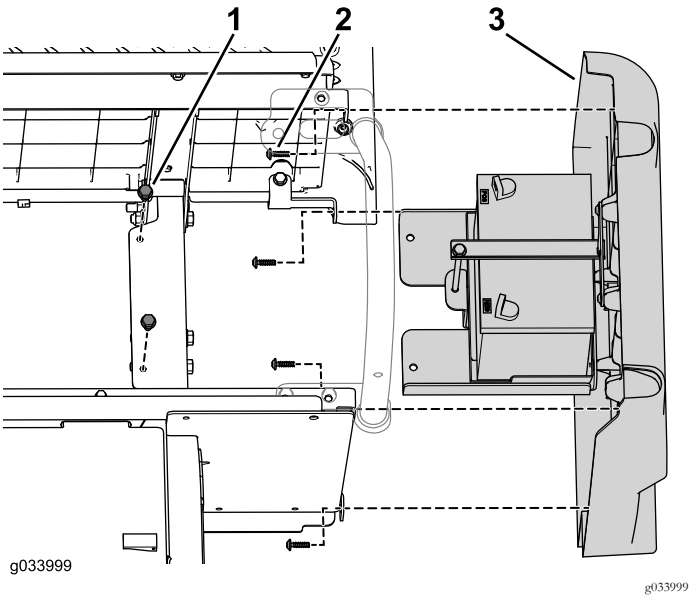

Figure 45
3. Utilisez les fixations que vous avez précédemment déposées pour reposer l'ensemble de panneau droit d'origine sur les panneaux de socle de siège arrière (Figure 45).